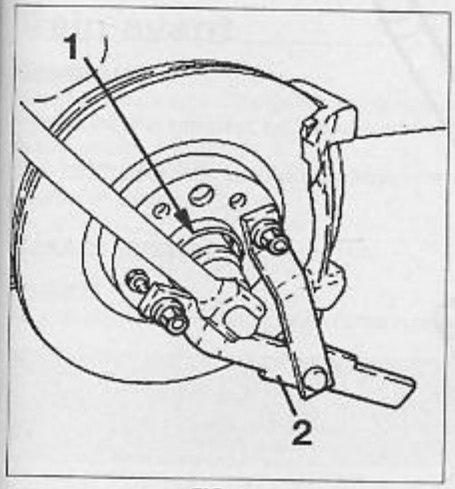

FIG. 1
- Bloquer le moyeu de roue (1) avec un outil adapté (2) ou l'outil Alfa (réf : 1870815000) **(Fig.1)**.